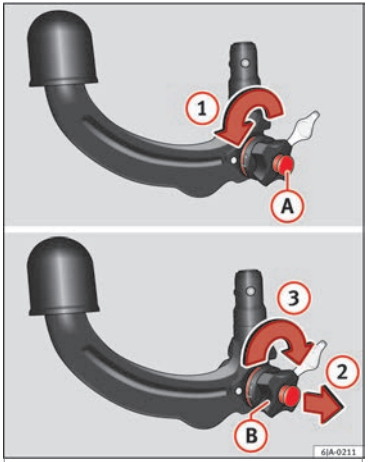

Fig. 195 Placing in service position.
– Turn key (A) fully in the direction of arrow (1) ››› **Fig. 195**.
– Pull manual regulator (B) outward in the direction of arrow (2) and turn it fully in the direction of arrow (3).